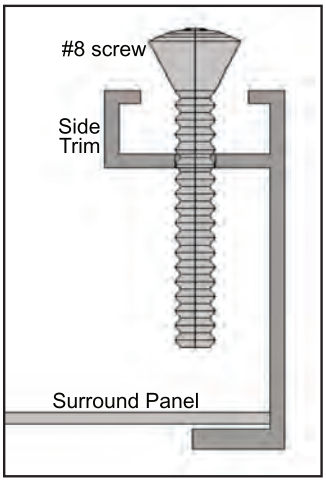

Figure 18: Screw to hold the trim against the surround.
b) Slide the two (2) attached trim pieces onto the surround panel.
e) On the side trims there are holes 2" (50 mm) from either end. Using a Phillips screwdriver to place a #8 screw 1¼" long in each hole and tighten (refer to Figure 18). This will keep the trim tight against the surround.